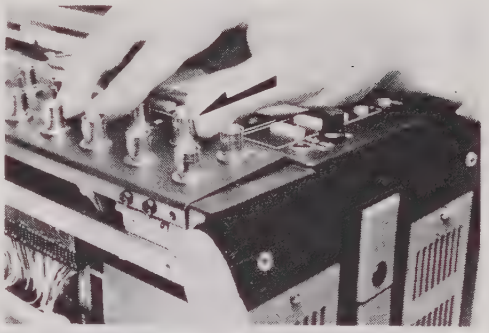

Fig. 5-1
- Open BNC panel by pushing it down, then pulling it toward you. (Fig. 5-1)